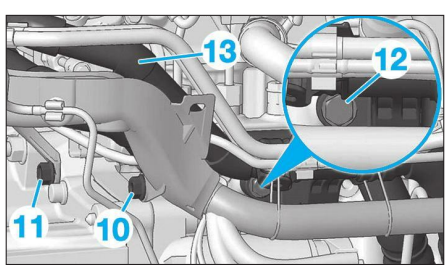

Fig. 37
- la vis (10) **(Fig.37)**,
- la vis (11),
- la vis (12).
• Écarter avec précaution le collecteur d'eau (13).